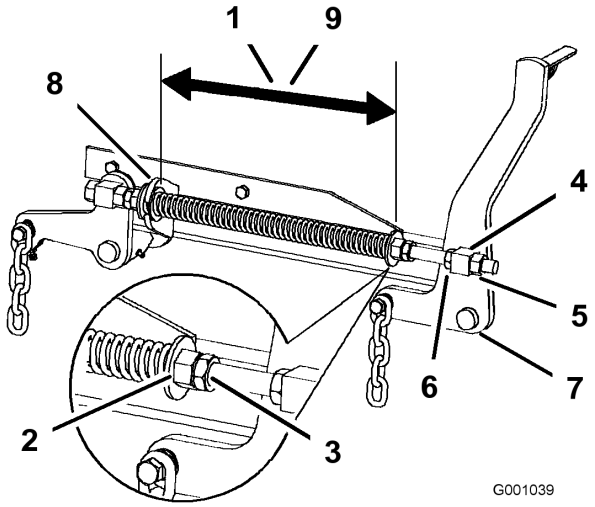

Figure 73
2. Vérifiez que les deux grandes rondelles sont espacées de 28,2 cm (11-1/8 pouces) pour les plateaux de coupe de 52 pouces, et de 26,7 cm (10-1/2 pouces) pour les plateaux de coupe de 60 pouces (Figure 73).
3. Réglez cette distance en desserrant l'écrou de blocage du ressort et en tournant l'écrou devant chaque ressort (Figure 73). Tournez l'écrou dans le sens horaire pour raccourcir le ressort, et dans le sens inverse pour l'allonger.
4. Bloquez l'écrou en position en serrant l'écrou de blocage du ressort (Figure 73).